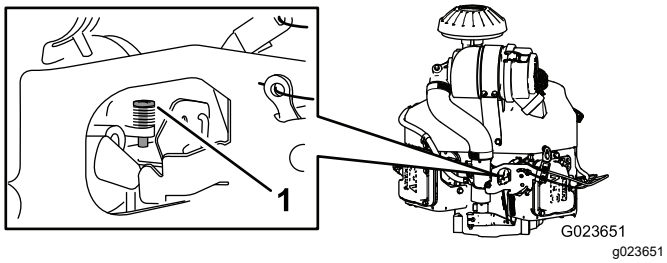

Figuur 66
4. Stel de aanslagschroef van de carburator (Figuur 66) zo in dat het stationaire toerental 1350 tot 1550 tpm bedraagt.